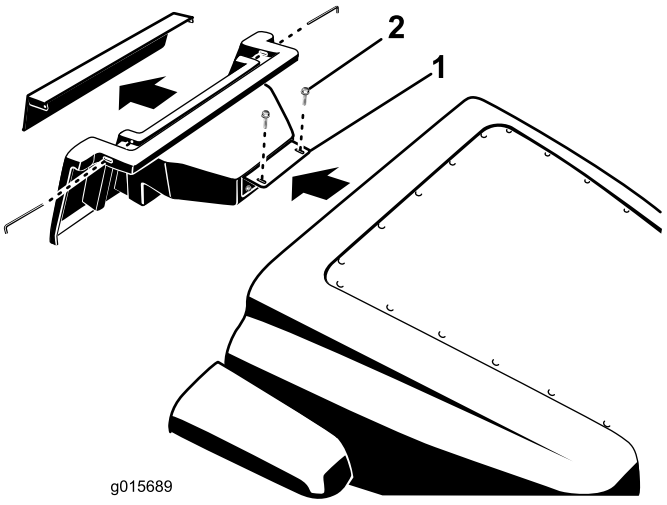

Figure 11
1. Retirez les (2) vis qui fixent le support du boîtier de rangement au cadre de la machine (Figure 11).